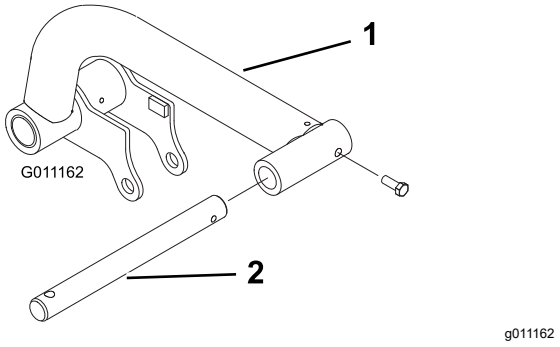

Figuur 9
1. Steek een draaistang in elke hefarm en lijn de montageopeningen uit (Figuur 9).